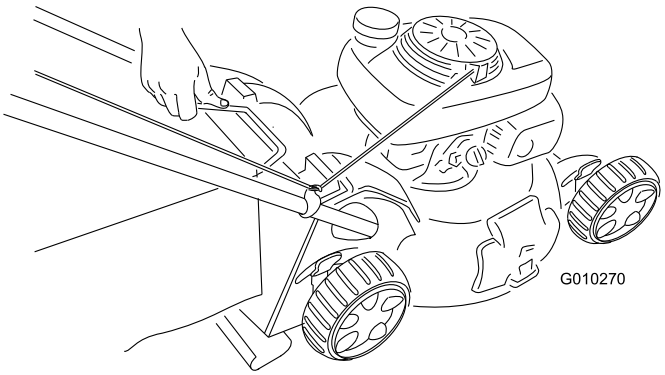

Figuur 30
2. Trek de beugel van de grasvanger omhoog uit de gleuven en verwijder de grasvanger van de machine (Figuur 30).